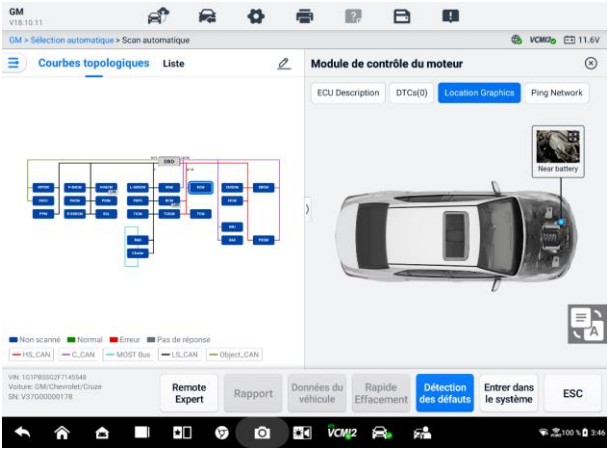

Figure 6-8 ***Page de l'onglet Topologie***
L'écran du menu principal (voir *Figure 6-8 Écran du menu principal de diagnostic*) permet aux utilisateurs d' effectuer des lectures de codes, d'effacer des codes ou d'effectuer des
1. Appuyez sur le bouton «**Diagnostic**» dans le menu des tâches MaxiSys. Choisissez les informations correspondantes sur le véhicule et accédez à l'écran du menu principal (voir *Figure 6-8 Écran du menu principal de diagnostic*).